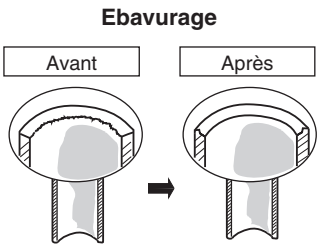

Fig. 5-1
(1) Coupez le tube en cuivre à la longueur requise avec un coupe-tube. Il est recommandé de couper environ 30 à 50 cm en plus de la longueur du tube que vous évaluez.
(2) Eliminez les copeaux à l'extrémité du tube en cuivre avec un alésoir de tube ou une lime. Ce procédé est important et doit être effectué soigneusement pour faire un bon évasement. Veiller à empêcher la pénétration de tout contaminant (humidité, saleté, copeaux métalliques, etc.) dans la tuyauterie. (Figs. 5-1 et 5-2)